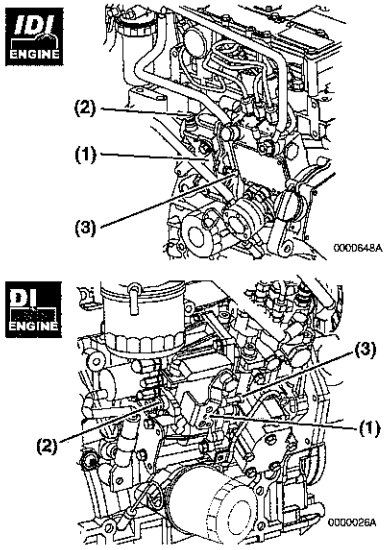

Figura 12
La vite di regolazione della velocità massima **(Figura 12, (2))** limita la velocità massima del motore quando questo viene fatto funzionare senza carico.
La vite di regolazione della velocità minima**(Figura 12, (3))** stabilisce la velocità minima del motore.
La leva del regolatore **(Figura 12, (1))** controlla la velocità del motore. La leva è collegata al dispositivo di controllo di velocità del motore sul macchinario azionato.